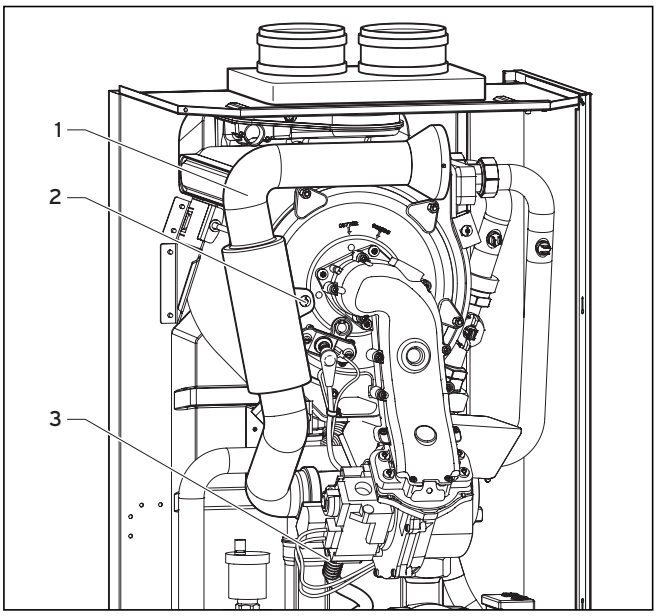

Afb. 8.1 Luchtaanzuigbuis demonteren
- Bevestig de luchtaanzuigbuis op de aanzuigstomp en bevestig de buis met de bevestigingsschroef (**2**, afb. 8.1).